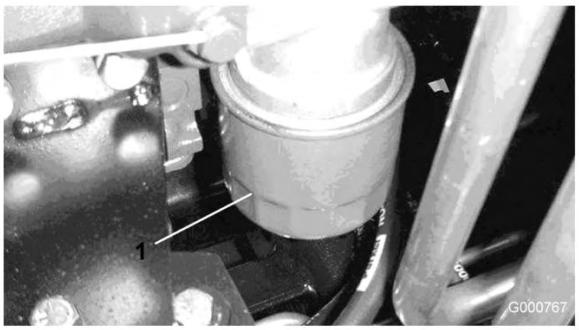

Figura 57
2. Retire o filtro do óleo (Figura 57). Aplique uma leve camada de óleo limpo no vedante do filtro novo antes de o montar. Não aplique demasiada tensão.